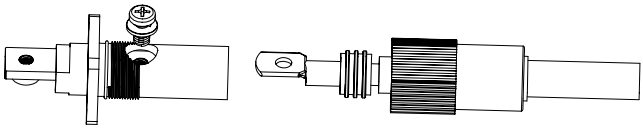

Рис. 3.6
d) Закрепите наконечник болтом (рис. 3.6).